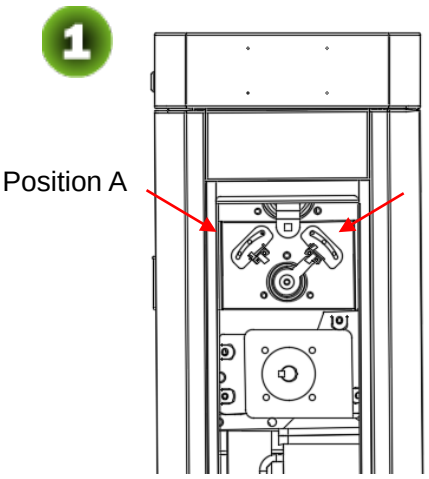

Figure 3-1
1) If the boom fails to fall into a level position, adjust position A; if the boom fails to be lifted upright, adjust position B. See Figure 3-1.